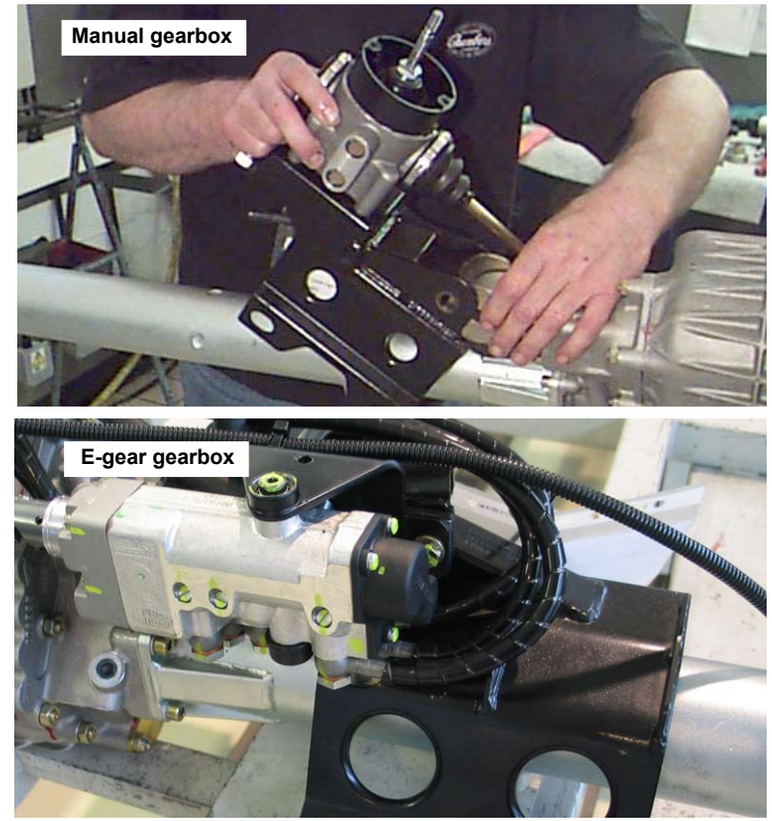

Fig.10
- Position the shift lever device support on the gearbox oil pump silentblock inserting suitable washers (**Fig.10**).